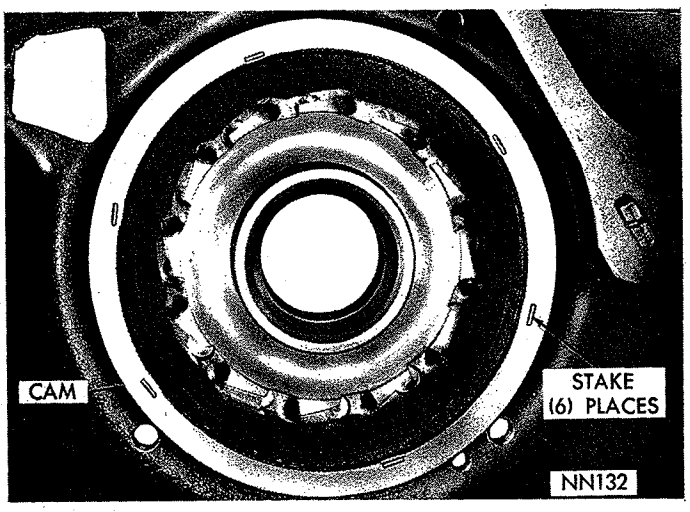

*Fig. 102—Overrunning Clutch Cam Staked (A-727-A and B)*
(7) Remove cam installing tool. Install and tighten support retaining screws to 140 inch-pounds. Stake the case around cam in six places with a blunt chisel (Fig. 102).